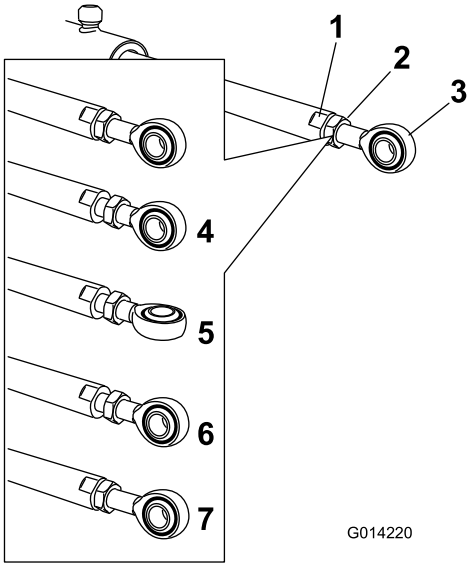

**Figur 14**
5. Brug en skruenøgle på de flade sider af aktuatorstangen at gøre den ubevægelig, og løsn derefter kontramøtrikken, så øjestangen kan manipuleres (Figur 14).
6. Drej øjestangen i aktuatorstangen, så den forlængede aktuator forkortes eller forlænges til den ønskede position (Figur 14).